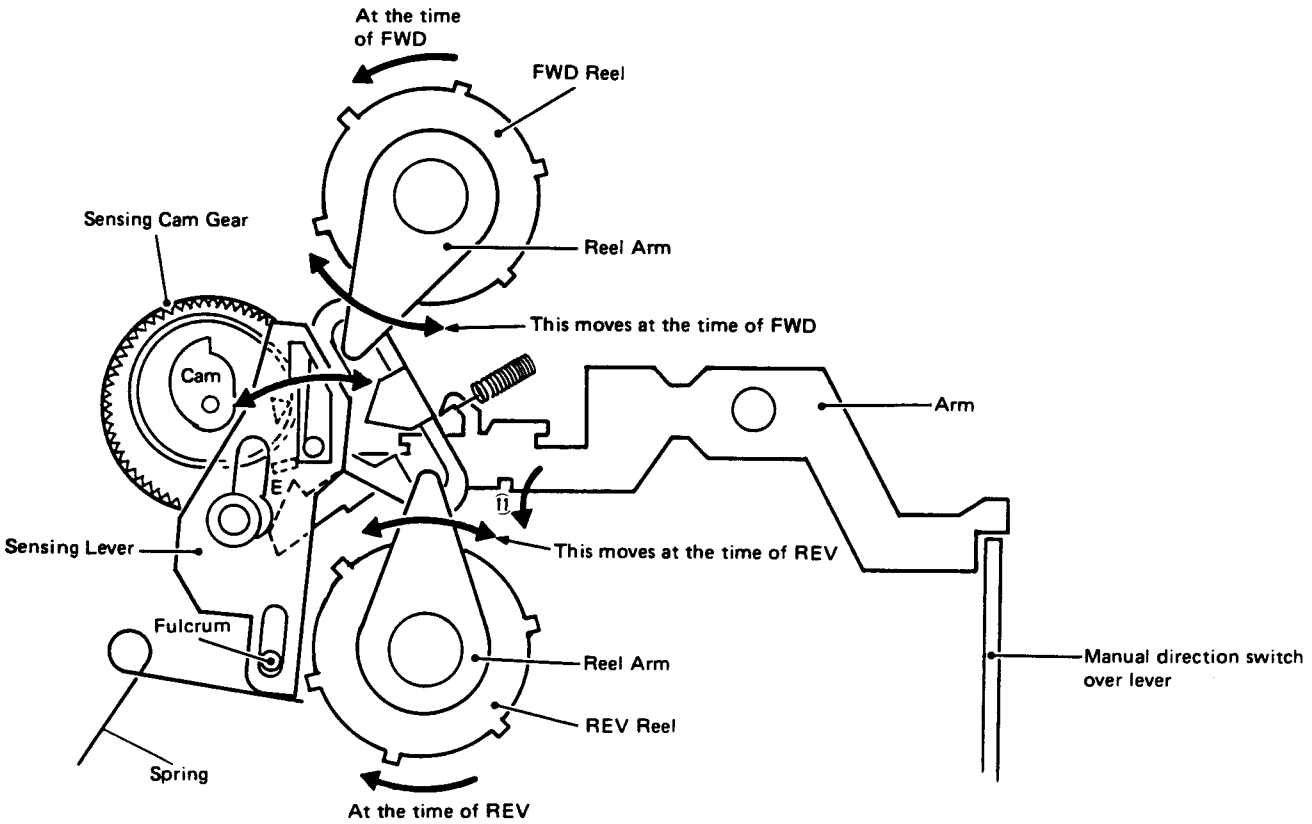

Fig. 18
• Sensing Operation (Fig. 18, 19, 20)
1. When the manual direction switch over lever of Fig. 18 is pushed, the arm moves along arrow direction ⑪. Further operation is identical to that in auto.